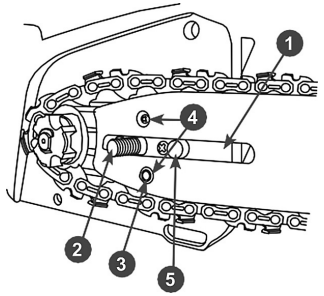

Рис. 4 Установка шины
6. Установите шину на шпильку 2 так, чтобы продольное отверстие 1 шины совпало с направляющим выступом 5, а палец 3 механизма натяжения совпал с нижним отверстием 4 для смазки шины (Рис. 4).